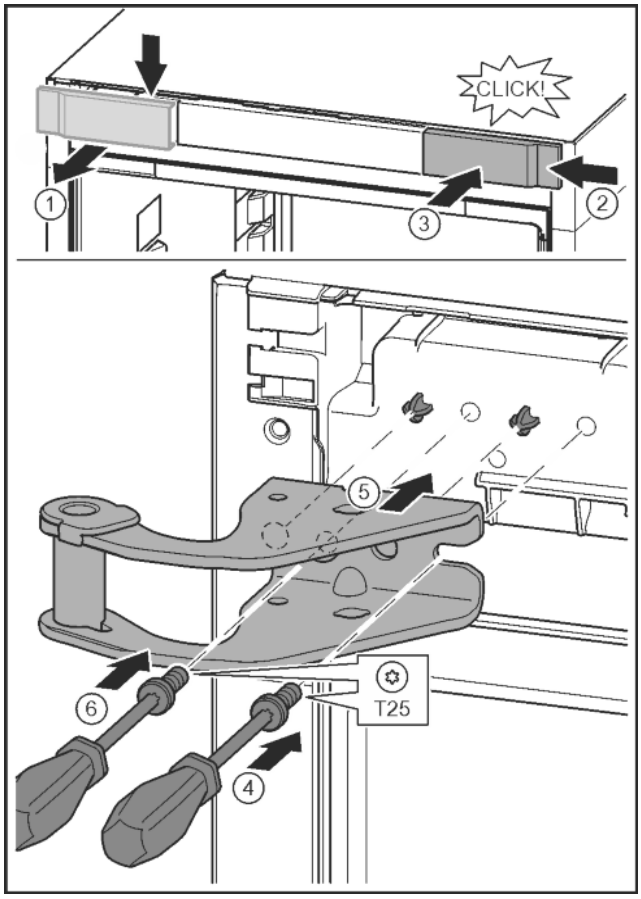

Fig. 12
- ▶ Release the cover and remove from the side. *Fig. 12 (1)*
- ▶ Rotate the cover 180° and clip onto the other side from the right. *Fig. 12 (2)*
- ▶ Click the cover into place. *Fig. 12 (3)*
- ▶ Position the screw with a T25 screwdriver. *Fig. 12 (4)*
- ▶ Position the upper bearing bracket. *Fig. 12 (5)*
- ▶ Tighten the screw. *Fig. 12 (4)*
- ▶ Insert the screw with a T25 screwdriver and tighten. *Fig. 12 (6)*